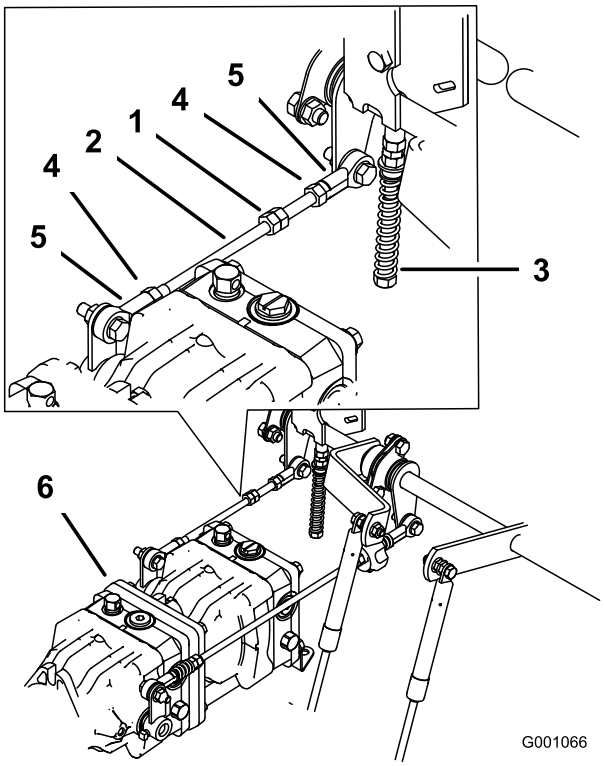

Figuur 66
1. Draai de borgmoeren op de kogelverbinding op de bedieningsstang van de pomp los (Figuur 66).
3. U stelt de lengte van de pompstang af door de dubbele moeren op de stang in de juiste richting te draaien, totdat de het wiel stil staat of iets achteruit kruipt (Figuur 66).
6. Draai de borgmoeren op de kogelverbindingen vast (Figuur 66).